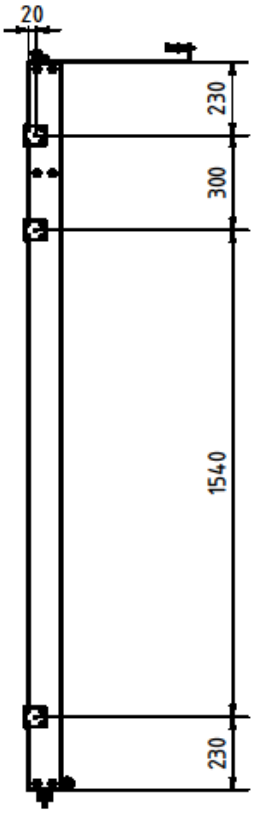
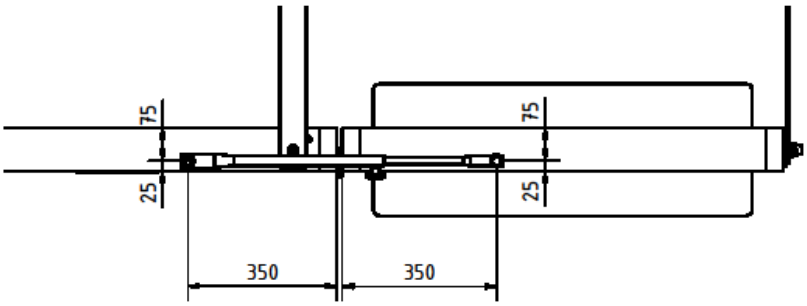
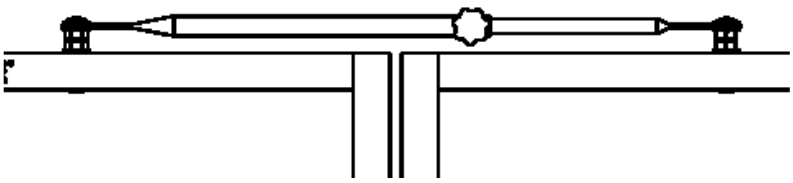

Abb. 6: Anbringung Scharniere
Abb. 7: Bohrmaße Teleskopstange
Abb. 8: Montage der Teleskopstange
Nach der Montage der neigbaren Elemente, bringen Sie nun das schwenkbare Element an. Hierzu bekleben Sie zunächst die Unterseite des Elements mit dem Filzbelag ⑦. Als Nächstes setzen Sie die Bohrungen für die Teleskopstange in die oberen Wangen der zwei entsprechenden Elemente mit Ø 9 Abb. 7. Befestigen Sie nun das schwenkbare Element mittels der 3 Scharniere ⑭ und Spaxschrauben ㊳ seitlich an der Wange des festen Elements, wie in Abbildung 6 gezeigt. Achten Sie darauf, dass die Elemente im eingeklappten Zustand fluchtend zueinander ausgerichtet sind. Setzen Sie nun die Bohrung für die Wandhalterung und bringen Sie diese an. Schrauben Sie anschließend die Feststellschraube oben und den Feststellfuß unten an der äußeren Wange fest. Im nächsten Schritt montieren Sie die Teleskopstange ㉔ mittels Schlossschrauben ㉗ und Hülsenmuttern ⑧. Die Sechskantmuttern ㉘ und Scheiben ㉖ dienen zur Regulierung des Abstandes (Abb.8). Bitte beachten Sie, dass die Schrauben nur so festgezogen werden, dass die Teleskopstange sich noch bewegen lässt, aber nicht mehr klappert. Abschließend bringen Sie die Wandbefestigung ㉚ mit Dübeln ㉒ und Schlüsselschraube ㉑ an der Wand an und verschrauben den Wandhaken ㉙ an der Befestigung ㉓ ㉛.